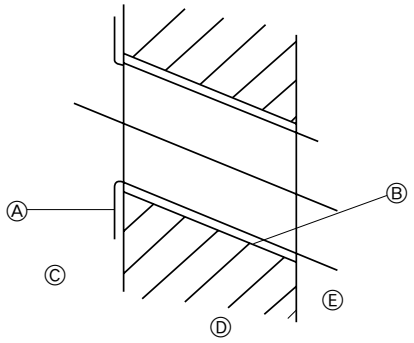

Fig. 3-2
2) Forage de l'orifice des tuyaux (Fig. 3-2)